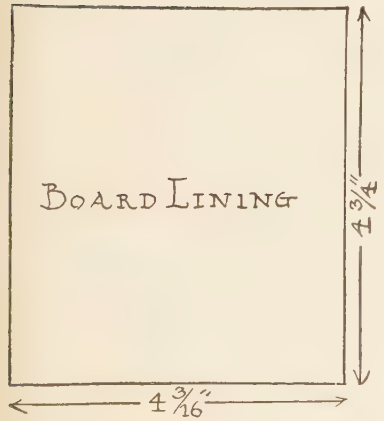

Fig. 70A—Board Back Lining Paper.
9. You will also need another piece of this same paper (like easel) for "lining-out" the reverse side of the face board ,on the lower half which will be visible when the "easel" is opened out to support the "face board." This will need to be just a little smaller in width than the easel board, which is $4\frac{3}{8}$", and just long enough to go up under the glued piece of easel which will be attached to reverse of board. Your size will be $4\frac{3}{16}$" x $4\frac{3}{4}$". (Fig. 70A.)